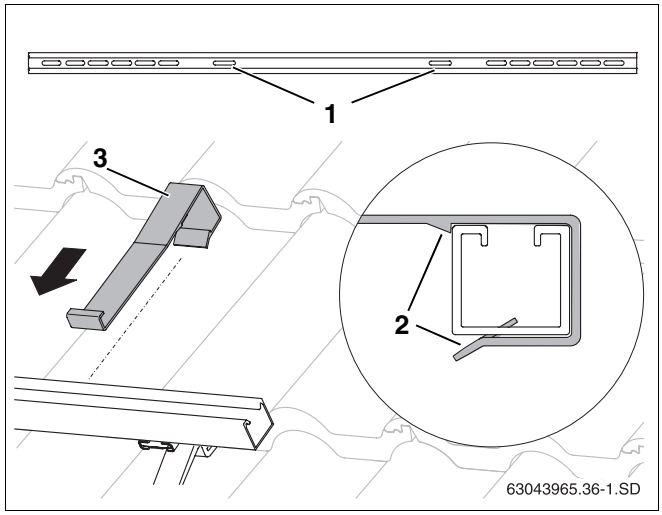

Abb. 34 Abrutschsicherung einhängen
- Abrutschsicherungen (Abb. 34, **Pos. 3**) jeweils in den innen liegenden Langlöchern (Abb. 34, **Pos. 1**) von außen soweit über die Profilschienen schieben, bis sie einrasten (Abb. 34, **Pos. 2**).